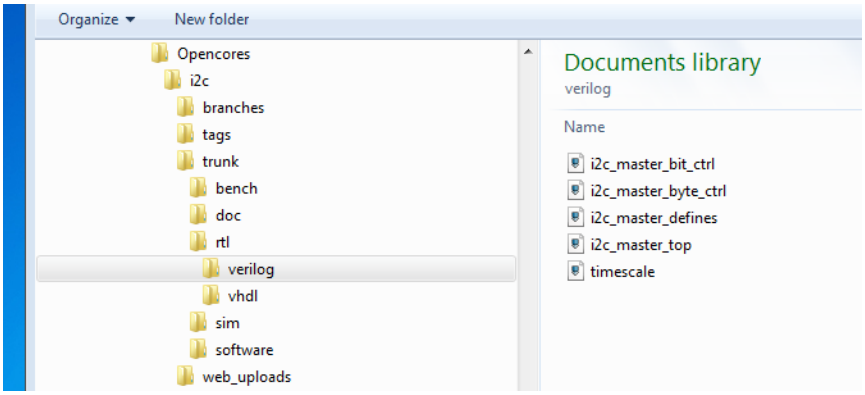

Figure 4-6 *Verilog RTL design files*
2. Navigate to the *i2c/trunk/rtl/verilog* directory of your I2C core, as seen in Figure 4-6, and select all the files (in Windows you can do this by holding down the Ctrl key as you click the files), then click Open.